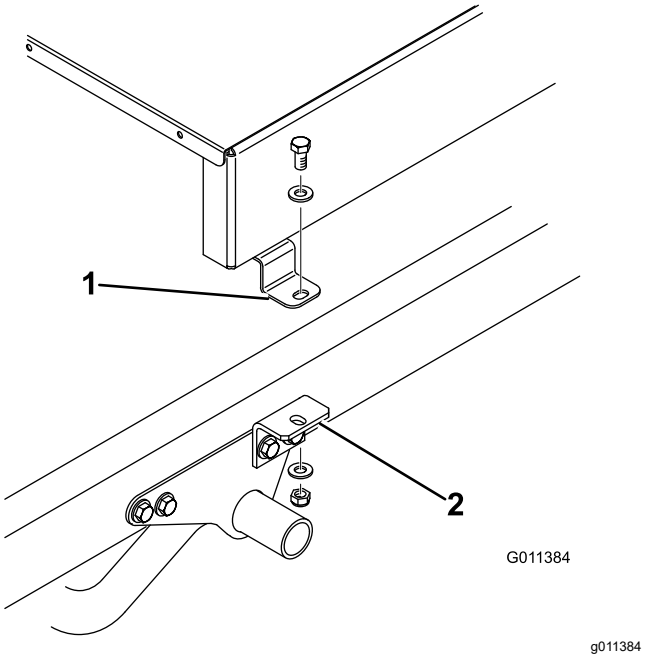
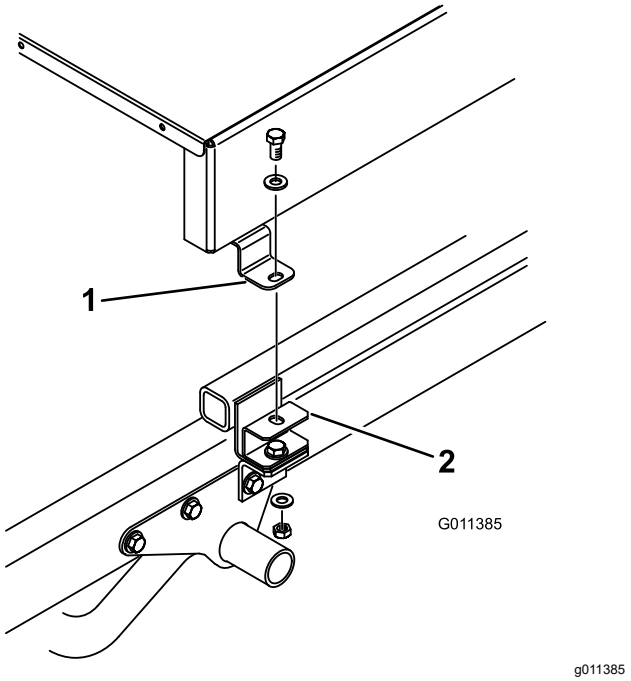

Figuur 10
Figuur 11
8. Bevestig de bovenkant van de werktuigbeugels (Figuur 10) of tussenring (Figuur 11) losjes aan de montagelip aan elke kant van de topdresser; gebruik hierbij een inbusbout (½" x 1"), 2 platte ringen en een borgmoer. Draai alle bevestigingen vast.